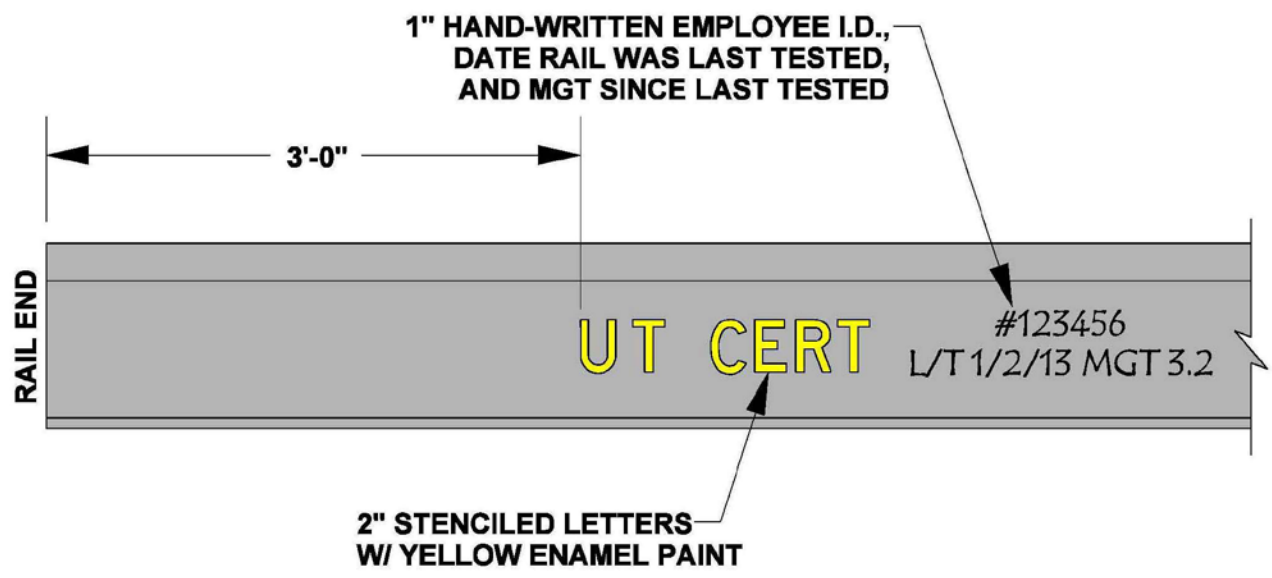

Figure 4-NN
1. Employee is certifying rail that has been tested within the last 10 MGT of service shall mark and stencil UT CERT, (Item Number PC-00600), 3 feet from rail end, on rail web. Stencil using Safety Yellow enamel paint. See Figure 4-NN.
Rails found to be free of internal defects via full ultrasonic inspection in a facility or with portable unit will be marked and stenciled with the following: Stencil UT TESTED, 3 feet from each rail end and a minimum of every 15 feet thereafter for rails greater than 30 feet in length, using Safety Yellow enamel paint. See Figure 4-OO-1.